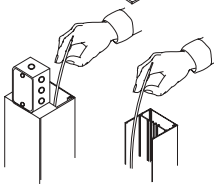
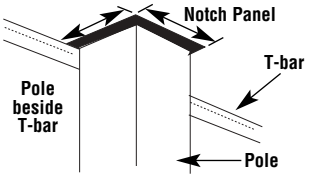
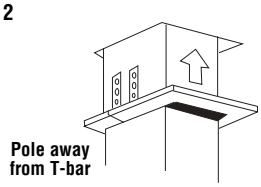

Figure 1
Figure 2
Figure 3
7. Notch ceiling panel (Figure 1). Install ceiling panel (Figure 2). Engage ceiling trim and slide up to finish installation (Figure 3).